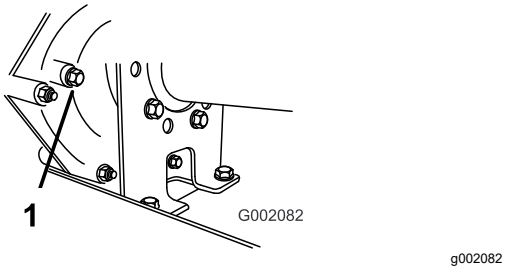

Figur 58
2. Ta bort bulten från nivåindikeringshålet (Figur 58).